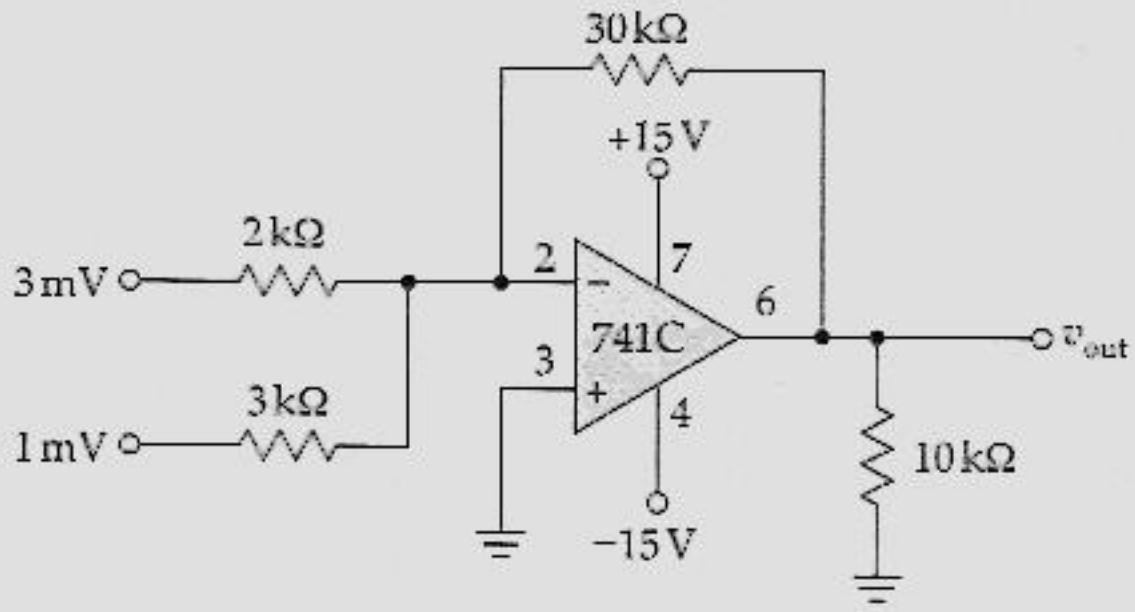

Figura 20.42
20.13 Qual a tensão de saída do circuito da Figura 20.42?
20.14 As duas entradas do circuito da Figura 20.42 são alteradas de 3 mV e 1 mV para 2 mV e 4 mV. Qual a tensão de saída?
20.15 Qual a tensão de saída do circuito da Figura 20.42 se o valor do resistor de 30 kΩ for dobrado?